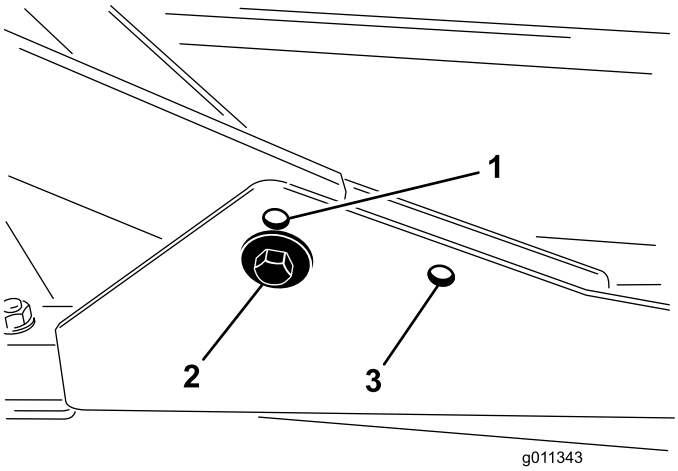

Figur 15
1. For klippehøyde på 2 til 7,6 cm, monter den fremre bærerammen i de nedre monteringshullene foran (Figur 15).
2. For klippehøyde på 6,3 til 10 cm, monter den fremre bærerammen i de øvre monteringshullene foran (Figur 15).
For alle klippehøyder, monter den bakre klippeenheten i bakre monteringshull (Figur 15).